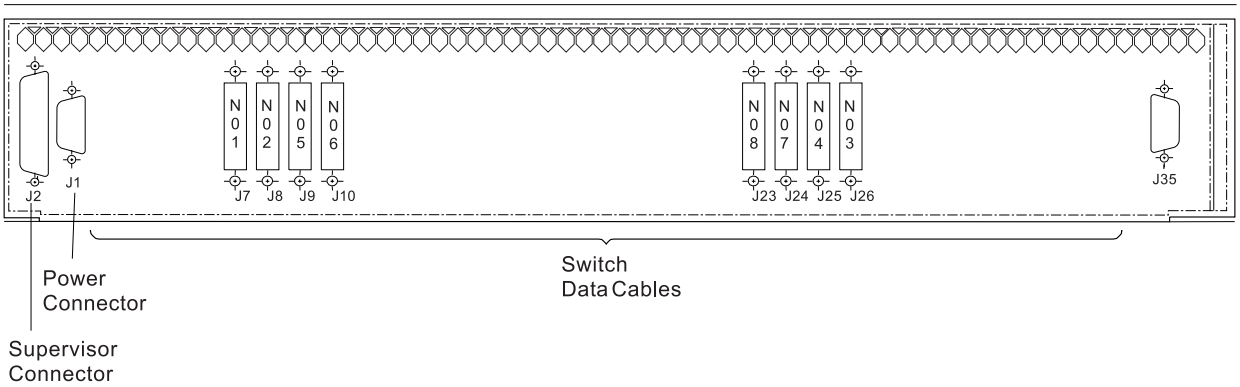
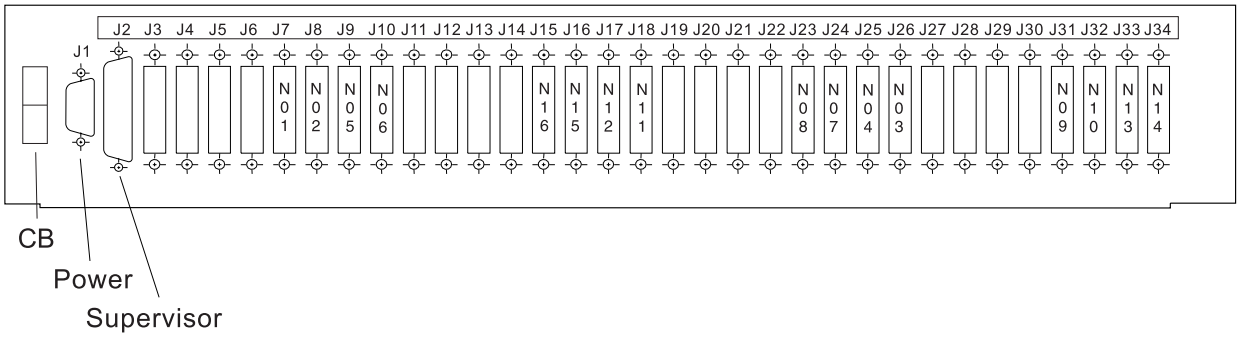

Figure 1-15. SP Switch bulkheads
Figure 1-16. SP Switch2 bulkhead
3. To familiarize yourself with the switch cable bulkheads, see Figure 1-15 on page 1-24 for the SP Switch or Figure 1-16 on page 1-24 for the SP Switch2.